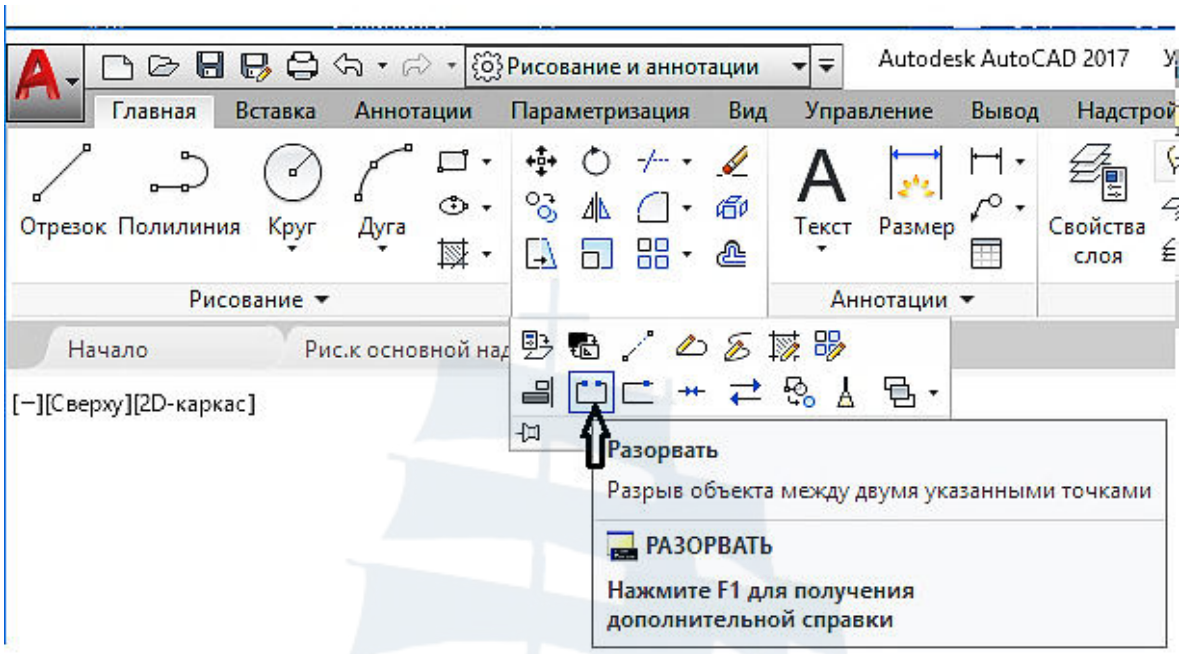

Рис. 98
– щелчком мыши по кнопке **Разорвать** на панели инструментов **Редактирование** на вкладке **Главная** ленты инструментов, предварительно кнопкой открыв дополнительный список инструментов (рис. 98);